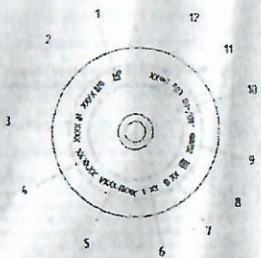

Рисунок 1 – Пример маркировки корпуса
3. Огнетушитель состоит из: (рис. 1)
- стального корпуса (5)
- запорно-пускового устройства (1)
- раструба для ОУ-1, ОУ-2, ОУ-3 (3);
- шланга и раструба для ОУ-4, ОУ-5 (7)
На верхней сферической части каждого корпуса нанесена маркировка (смотри рис. 1) содержащая следующую информацию: